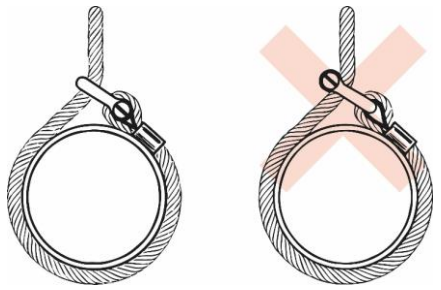

Figure 2
- **Pour éviter de charger la manille avec une charge excentrique, des entretoises peuvent être placées sur une ou les deux extrémités de la goupille de la manille (voir Figure 2).**